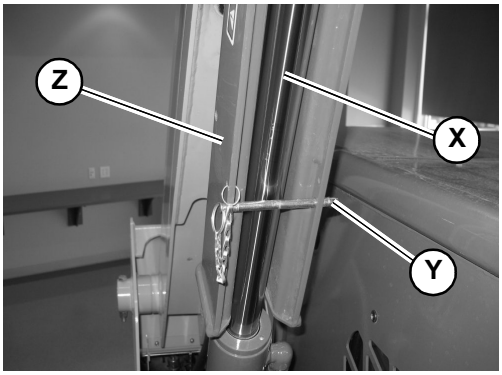

Fig. 60 – Lift Arm Support Retaining Pin
a. Remove retaining pin (Y, Fig. 60) securing lift arm support (Z) in the support position.